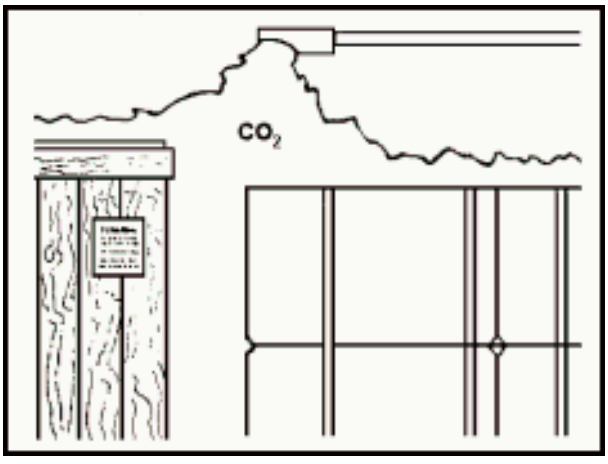

Figure 11-5. Effects of Oxygen Dilution
- Oxygen dilution. Reduces the amount of available oxygen below that needed to sustain combustion. This is an attack on the oxygen side of the triangle (see Figure 11-5).